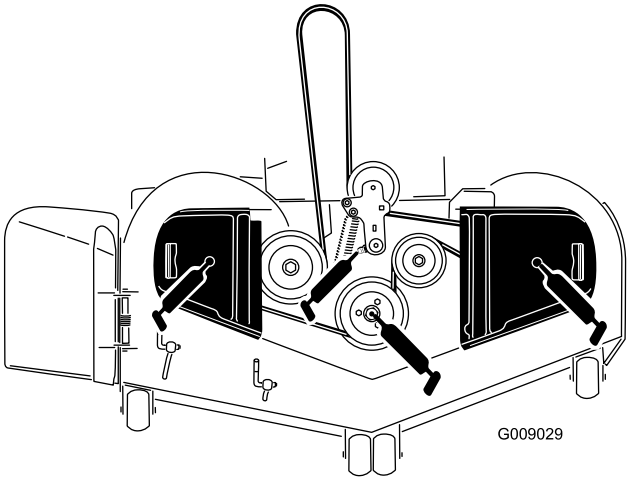

**Figur 44**
3. Smør drejeleddet på plæneklipperskjoldets mellemhjul, indtil der kommer fedt ud af bunden (Figur 44).
4. Smør fittingerne øverst på de tre spindellejer, indtil der kommer fedt ud (Figur 44).
5. Smør drivremmens styrearm (Figur 44).